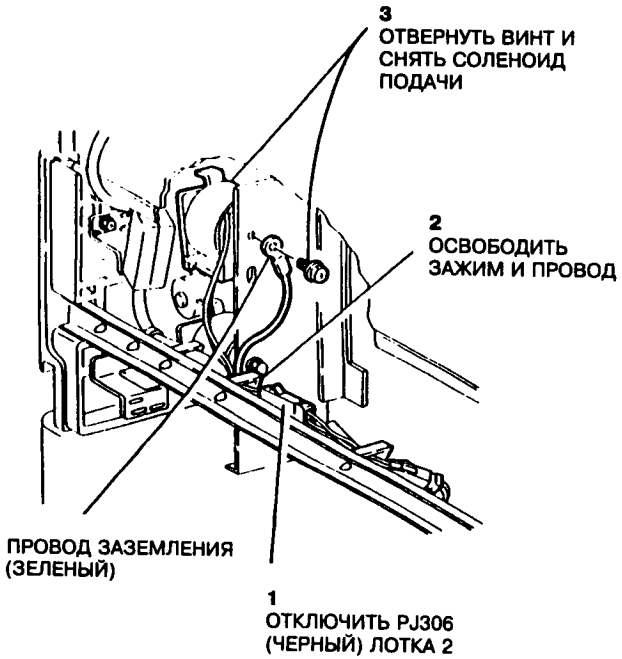

Рис.1 Снятие соленоида подачи лотка 2
2. Снять соленоид подачи лотка 2 (рис.1).